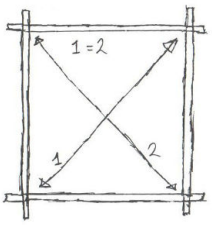

*Fig. 2. Diagonals 1 and 2 must be equal.*
**Check the diagonals** before you continue. The two diagonal measurements must be equal (fig. 2). Adjust the base frame until they are.